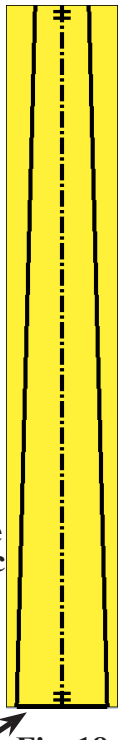

Fig. 18
Step 9. Starting at the bottom endpoint of the centerline, draw a horizontal line across bottom edge almost to the corner, **Fig. 18**. **Do not** connect the line to the corner. Draw a non-vertical line from this new line up to the top edge. Keep the endpoint away from centerline and corner.